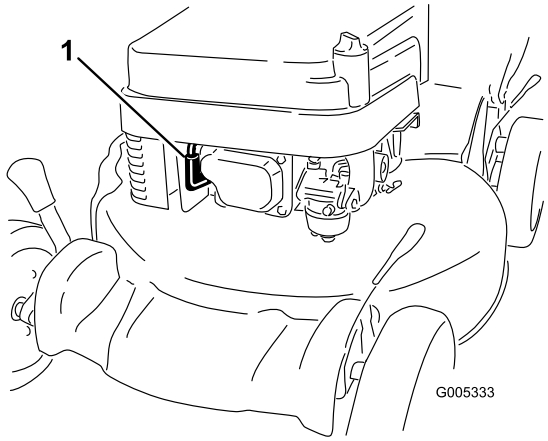

Bild 11
1. Schließen Sie den Zündkerzenstecker an die Zündkerze an (Bild 11).